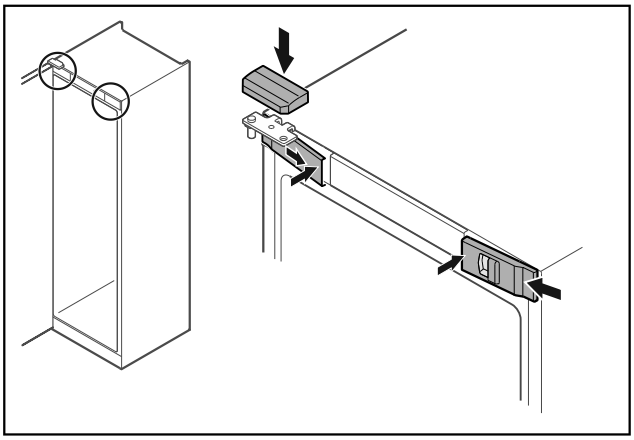

Fig. 48
▶ Enganchar las cubiertas delanteras *Fig. 48 (1)* lateralmente y encajar el interior.
▶ Encajar la cubierta superior *Fig. 48 (2)* desde arriba.